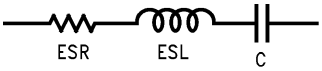

**Figure 38. Simple Model of a Real Capacitor**
**CAPACITOR EQUIVALENT SERIES RESISTANCE (ESR)** The purely resistive component of a real capacitor's impedance (see Figure 38). It causes power loss resulting in capacitor heating, which directly affects the capacitor's operating lifetime. When used as a switching regulator output filter, higher ESR values result in higher output ripple voltages.
**EQUIVALENT SERIES INDUCTANCE (ESL)** The pure inductance component of a capacitor (see Figure 38). The amount of inductance is determined to a large extent on the capacitor's construction. In a buck regulator, this unwanted inductance causes voltage spikes to appear on the output.